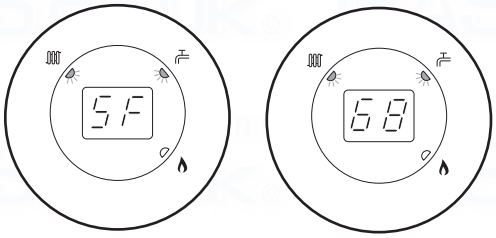

Fig. 36
16. The display will now alternate between 'SF' and the current boiler temperature and both green LEDs will flash (Fig. 36).